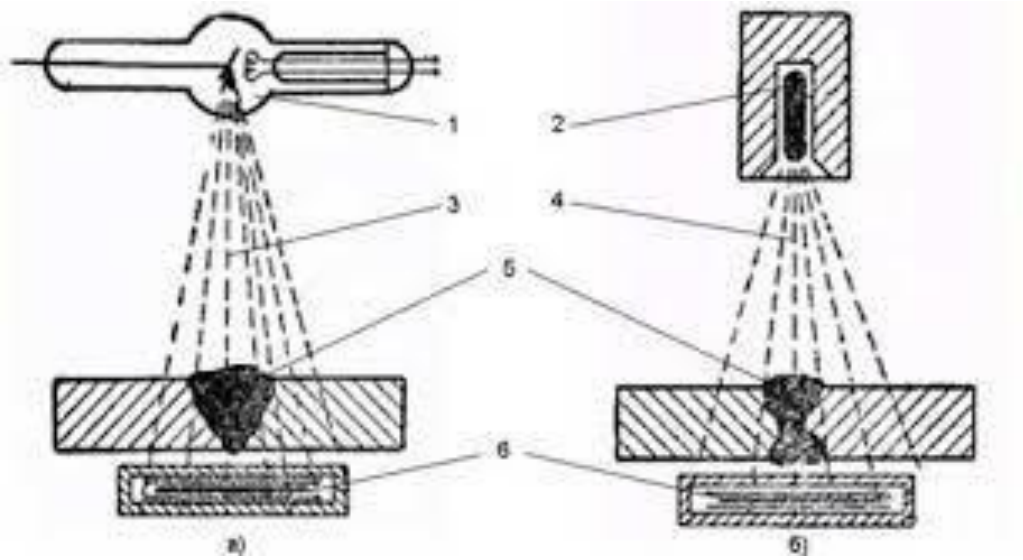

Рис. 1. Схема просвечивания сварных швов рентгеновскими лучами
2.Установить соответствие между позициями схемы просвечивания сварных швов рентгеновским и гамма-излучением (рис.1.) и названиями основных элементов